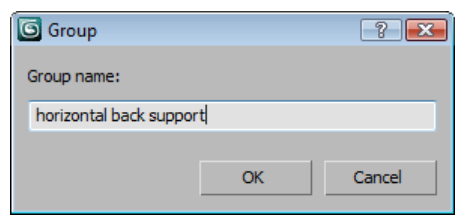

Figure 3-41 *The* ***Group*** *dialog box*
3. In the **Group name** text box, enter **horizontal back support**, as shown in Figure 3-41 and then choose the **OK** button; all horizontal back supports are grouped together.